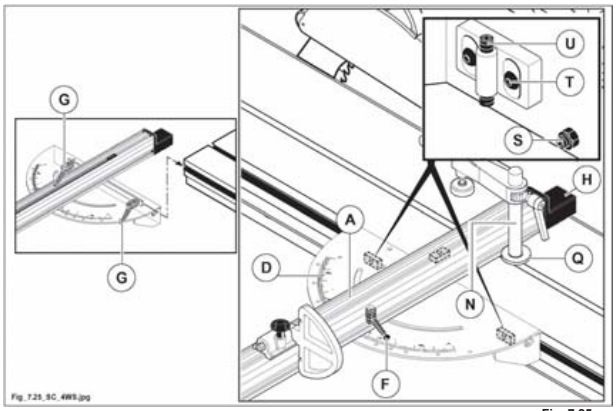

Fig. 7.25
- Sbloccare il gruppo riga ruotando (in senso antiorario) la colonnetta (N fig. 7.25);
- allentare la maniglia (F fig. 7.25);
- per l'esecuzione di tagli angolati ruotare il gruppo riga (A fig. 7.25) facendo riferimento alla scala (D fig. 7.25);
- bloccare serrando la maniglia (F fig. 7.25);
- posizionare il pressore contro il gruppo riga accertandosi che la rosetta (Q fig. 7.25) si inserisca nella scanalatura;
- bloccare il gruppo riga ruotando (senso orario) la colonnetta (N fig. 7.25).
- allentare le leve (G fig. 7.25);
- agire sui grani (S fig. 7.25) per regolare il parallelismo al vagone;
- allentare le viti (T fig. 7.25) ed agire sui grani (U fig. 7.25) per regolare la posizione in altezza.
quando il paraschegge (H fig. 7.25) si usura, spostarlo dopo aver allentato le viti di fissaggio.